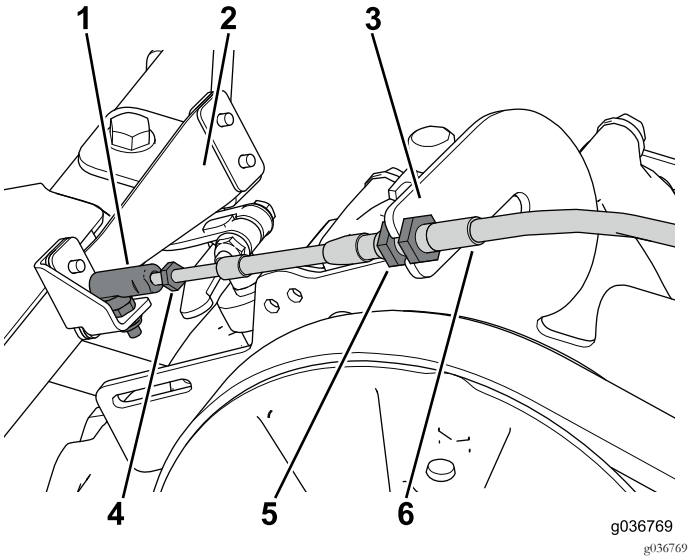

Figure 35
2. Vissez le joint à rotule sur le câble de changement de vitesse et fixez-le au bras de changement de vitesse (Figure 35).